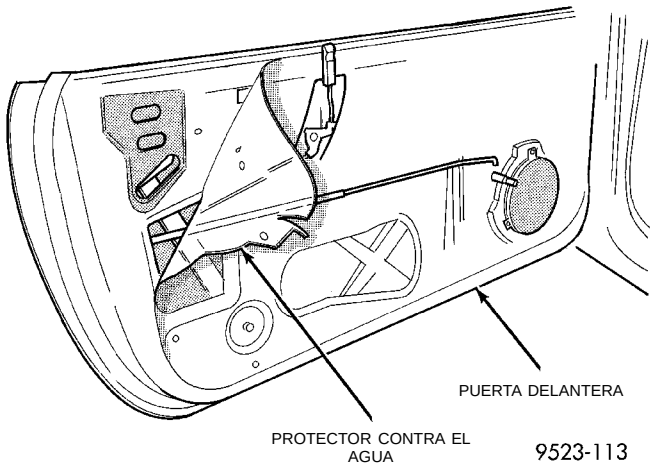

Fig. 10 Protector contra el agua
(1) Retire el panel tapizado de la puerta.
(2) Retire el altavoz de la puerta, si el vehículo lo tiene instalado.
(3) Retire el soporte de montaje del asidero del tapizado de la puerta.
(4) Desacople el collarín que sujeta la articulación de la cerradura a la palanca acodada del botón de la cerradura.
(5) Separe el protector contra el agua del adhesivo alrededor del perímetro del panel interior de la puerta (Fig. 10).